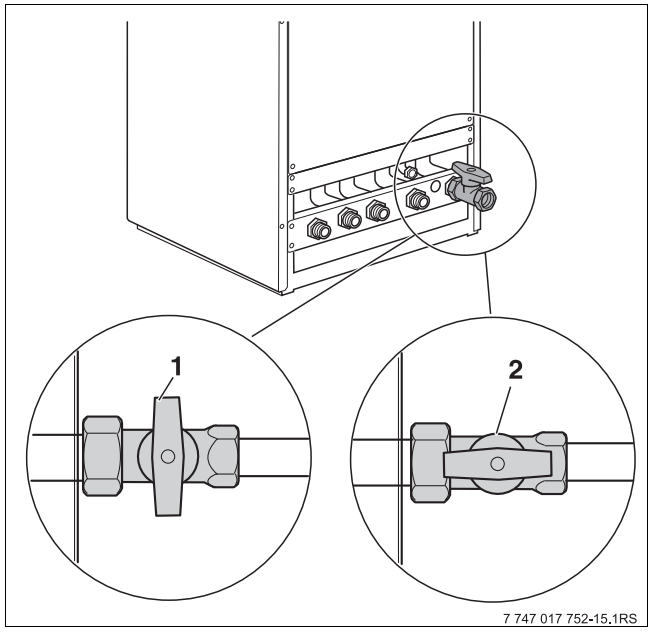

Bild 33 Gashahn
- Gashahn schließen (→Bild 33, [1], Seite 41).
- Gashahn schließen (→ Bild 33, [1], Seite 41).